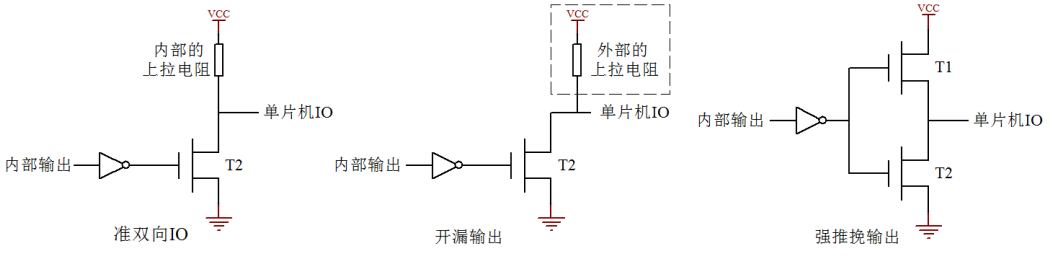

图 9-1 单片机 IO 结构示意图
上节课我们提到了单片机 IO 口的其中一种“准双向 IO”的内部结构，实际上我们的单片机 IO 口还有另外三种状态，分别是开漏、推挽、高阻态，我们通过图 9-1 来分析下另外这三种状态。
前边我们简单介绍“准双向 IO”的时候，我们是用三极管来说明的，出于严谨的态度，我们这里按照实际情况用 MOS 管画图示意。实际上三极管是靠电流导通的，而 MOS 管是靠电压导通的，具体缘由和它们的内部构造有关系，在这里我们暂且不必关心，如果今后有必要了解可以直接查找模拟电子书或者百度相关资料进行细致学习。在单片机 IO 口状态这一块内容上，我们可以把 MOS 管当三极管来理解。在图 9-1 中，T1 相当于一个 PNP 三极管，T2 相当于一个 NPN 三极管。
其中准双向 IO 口原理已经讲过了，开漏输出和准双向 IO 的唯一区别，就是开漏输出把内部的上拉电阻去掉了。开漏输出如果要输出高电平时，T2 关断，IO 电平要靠外部的上拉电阻才能拉成高电平，如果没有外部上拉电阻 IO 电平就是一个不确定态。标准 51 单片机的 P0 口默认就是开漏输出，如果要用的时候外部需要加上拉电阻。而强推挽输出就是有比较强的驱动能力，如图 9-1 中第三张小图，当内部输出一个高电平时，通过 MOS 管直接输出电流，没有电阻的限流，电流输出能力也比较大；如果内部输出一个低电平，那反向电流也可以很大，强推挽的一个特点就是驱动能力强。
1、OC 门要输出高电平，必须外部加上拉电阻才能正常使用，其实 OC 门就相当于单片机 IO 的开漏输出，其原理可参照图 9-1 中的开漏电路。